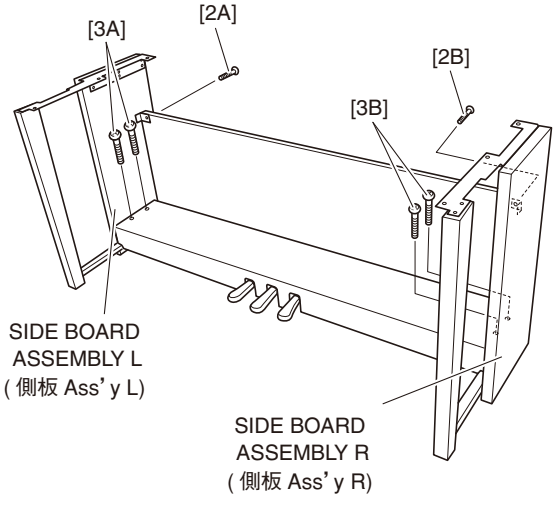

Fig. 21（図 21）
Romove also the screw marked [2B] and the two (2) screws marked [3B]. The side board assembly R can then be removed. (Fig. 21)
23-3. Remove the two (2) screws marked [3A] and the two (2) screws marked [3B]. (Fig. 21)
同様に [2B] のネジ 1 本、[3B] のネジ 2 本を外し、側板 Ass'y R を外します。（図 21）
23-3. [3A] のネジ 2 本、[3B] のネジ 2 本を外します。（図 21）